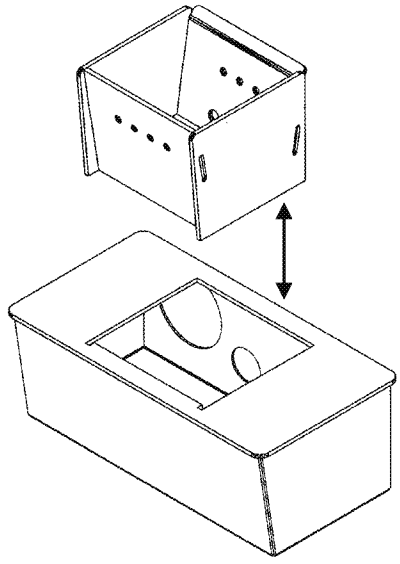

FIGURE 16
c. Remove the burnpots inner section by grasping it and pulling straight up (see Figure 16).